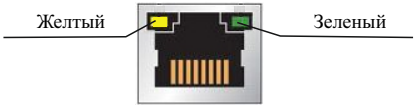

Рисунок 9
2.2.13 Для удобства пусконаладочных работ на разъемах R3-Link IN и R3-Link OUT размещены по два индикатора (рисунок 9). По их состоянию можно оценить состояние линии между двумя соседними приборами (таблица 9). Цвет проводов показан в Приложении В.